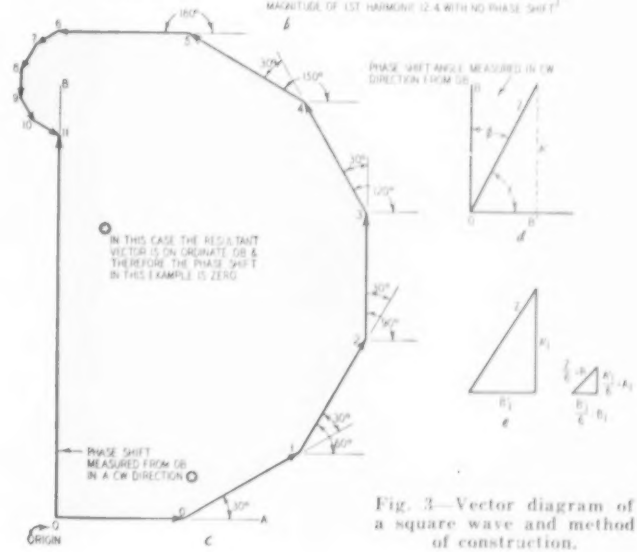
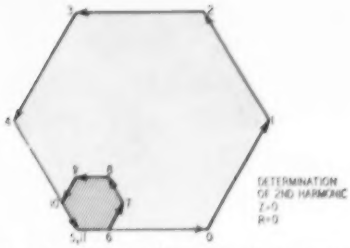
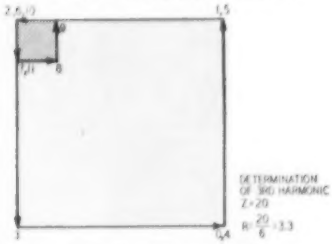

Fig. 3—Vector diagram of a square wave and method of construction.
Fig. 4—Vector diagram of a square wave's second harmonic.
Fig. 5—Vector diagram of a square wave's third harmonic.
Let us work with the square wave of Fig. 3-a. The 360° are divided into 12 intervals and the ordinate length determined. The table (Fig. 3-b) is then made. Next the respective ordinate values are placed end to end in a *vector polygon* (see Fig. 3-c) with each ordinate placed at the angle it appears in the cycle. This takes care of the multiplication by the sines and cosines of the respective angles at which the ordinates occur.
The *resultant vector* Z, drawn from the point of origin to the end of the last of the ordinates, gives the total value of all the vectors and can be analyzed in terms of its component vectors. The sum of the ordinate (vertical) values of these is equal to the vertical value of the resultant. The sum of the abscissa (horizontal) values of the vectors is equal to the horizontal value of the resultant. Each vector value in the table (Fig. 3-b) times the sine of its respective angle gives the ordinate value (A_1) and each of them multiplied by the cosines of their respective values gives the abscissa value (B_1).
If the vectors do not terminate at a point on the line OB of Fig. 3-c, this displacement is found by drawing a line from the origin (O) to the terminating point and measuring the angle between the two lines clockwise from OB. This angle is the phase displacement in degrees from the origin (Fig. 3-d).
The second and third harmonics are found by drawing graphs similar to those of Figs. 3-b and 3-c. Since the second harmonic is twice the frequency of the first, it will go through 60° while the first harmonic goes through 30°. Thus the ordinates are drawn at a 60° angle to each other, as in Fig. 4. The third harmonic is *three* times the frequency and the quantities are 90° apart, as in Fig. 5. Measuring our resultants, we find that the first harmonic vector is 74.6 units long, making its value 12.4 (1/6 of 74.6). The second harmonic is zero, and the third harmonic is 1/6 of 20, or about 3.3, in phase with the first harmonic.
(Values Taken From Figs. 3, 4 and 5)
tically, without drawing any figures. It is derived from Figs. 3, 4, and 5. First the dc component is found by adding the ordinates and dividing by 12. In the case of our square wave, it comes to 16.7. This is the value a dc meter would read. To find the alternating component, each value is multiplied by the sine and cosine of its angle to find a resultant value and the phase shift. The resultant is divided by half the number of ordinates used to find the amplitude of the component. This is actually what we have been doing in the diagrams. For example, a line 10 units long at an angle of 30° to the horizontal will be found to have risen 5 units.
It can be seen from Fig. 3 that vector 0 is entirely in the horizontal direction and does not contribute any vertical component to the resultant vector Z. Vector 1 has a vertical component equal to the ordinate value of the wave (at 30°) times the sine of 30°. Vector 1 has a horizontal component equal to the ordinate value of the wave (at 30°) times cosine 30°. We can find the vertical and horizontal components in the resultant vector by simply adding the vertical and horizontal components of each of the respective component vectors in turn.
When adding horizontal components a vector moving toward the right on the graph has a positive value; to the left a negative value. With vertical components a vector moving up has a positive value; down a negative value. A chart to simplify this procedure is shown in Table I. The values used are from Figs. 3, 4 and 5.
In our example the vertical component was 74.6 and the horizontal component was zero. The magnitude $Z = \sqrt{x^2 + y^2} = 74.6$. The angle that the resultant makes with the horizontal is $\tan \theta = \frac{y}{x}$ but the phase shift is measured from the vertical (OB of Fig. 3) therefore $\tan O = \frac{x}{y}$. We have determined the phase shift and what remains is to determine the amplitude of the first harmonic. This is done by taking one-sixth the resultant Z: $1/6Z = \frac{74.6}{6} = 12.4$. With this explanation it should be easy to follow Table I to determine the amplitude and phase of the various harmonics, without having to draw a figure. END